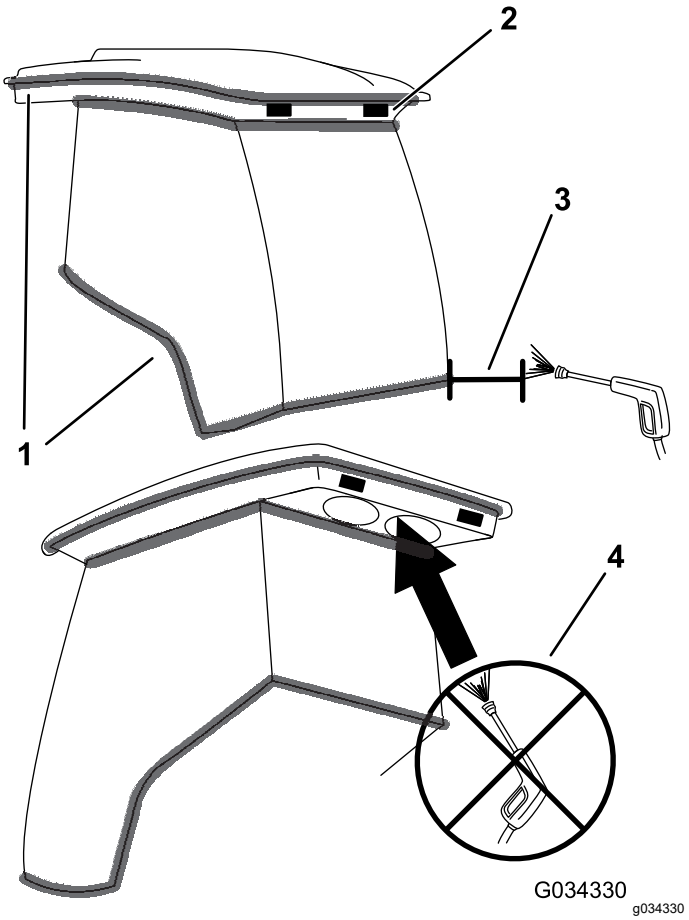

**Figuur 146**
***Belangrijk:*** **Wees voorzichtig in de buurt van de afdichtingen en verlichting van de cabine (Figuur 146). Als u een hogedrukreiniger gebruikt, hou de spuitstok dan minstens 0,6 m van de machine vandaan. Richt de hogedrukreiniger niet rechtstreeks op de afdichtingen en verlichting van de cabine of onder de overhang aan de achterzijde.**